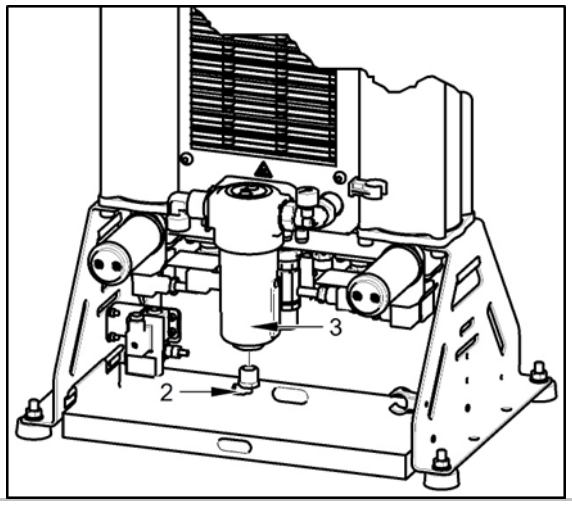

Abb. 26: Druckblass aus dem Kühler und dem Kondensatabscheider
- Trennen Sie den Schlauch (2) vom unteren Teil des Kondensatabscheiders (3) (Abb. 26).